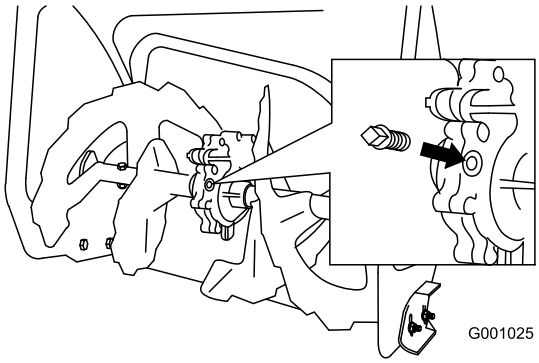

Bild 47
2. Reinigen Sie den Bereich um die Rohrverschluss (Bild 47).